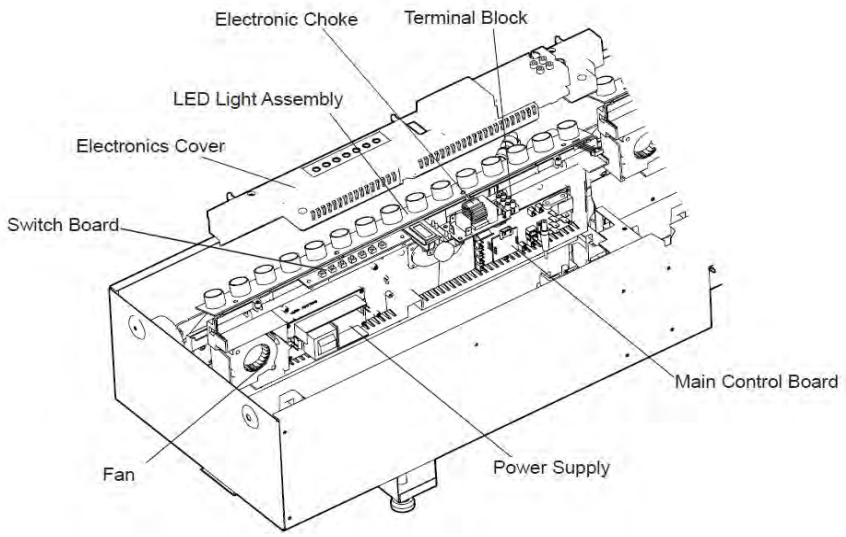

Figure 7
3. Remove the 4 screws and the electronics cover from the unit. (Figure 7)
3. Remove the 4 screws and both of the electronics covers from the unit. (Figure 7)
4. Holding the assembly at either end of the LED light strip, on the primary end, gently lift the electronics assembly out of the unit (Figure 7).
5. Holding the assembly at either end of the LED light strip, on the primary end, gently lift the electronics assembly out of the unit (Figure 7).